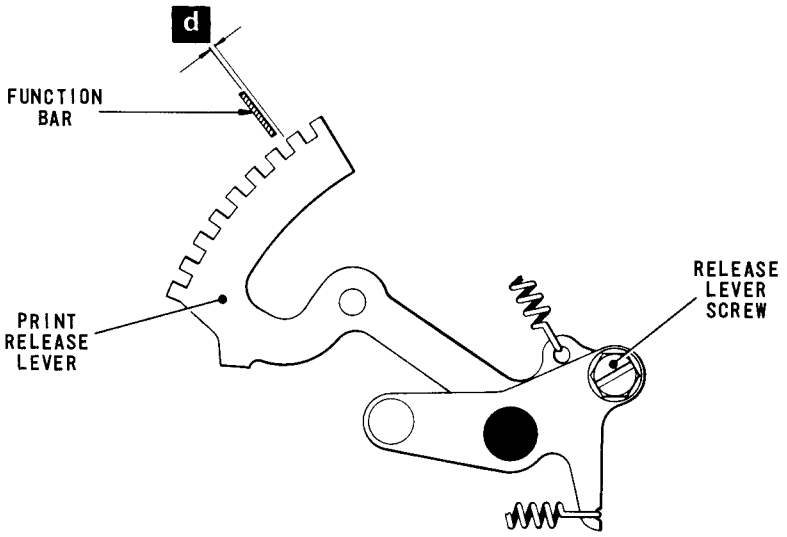
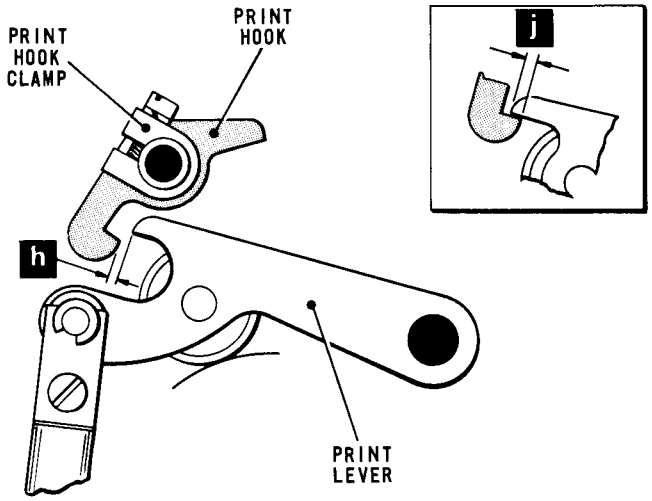

Fig. 4.5 PRINT RELEASE MECHANISM
Fig. 4.7 NON-PRINT HOOK MECHANISM
6.1 With the translator camshaft in the rest position, check that the function bars, Fig.4.5, are centrally positioned with respect to their corresponding slots in
9.1 Set up any **printing** character in the pin-box, lift the translator clutch abutment and turn the camshaft by hand until the print release lever, Fig.4.5, drops. Check that there is a minimum horizontal clearance of .030 in. (dimension 'h') between the end of the print lever, Fig.4.7, and the step of the print hook.